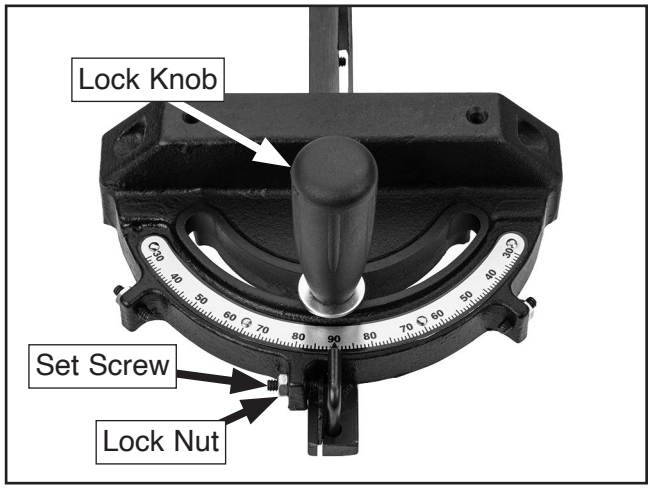

Figure 130. Screws for adjusting miter stops.
3. Loosen miter gauge lock knob and pivot miter gauge body to 90° position (see **Figure 130**).
5. Loosen lock nut on 90° set screw (see **Figure 130**), then adjust set screw until miter body is flush with square. Tighten lock nut.